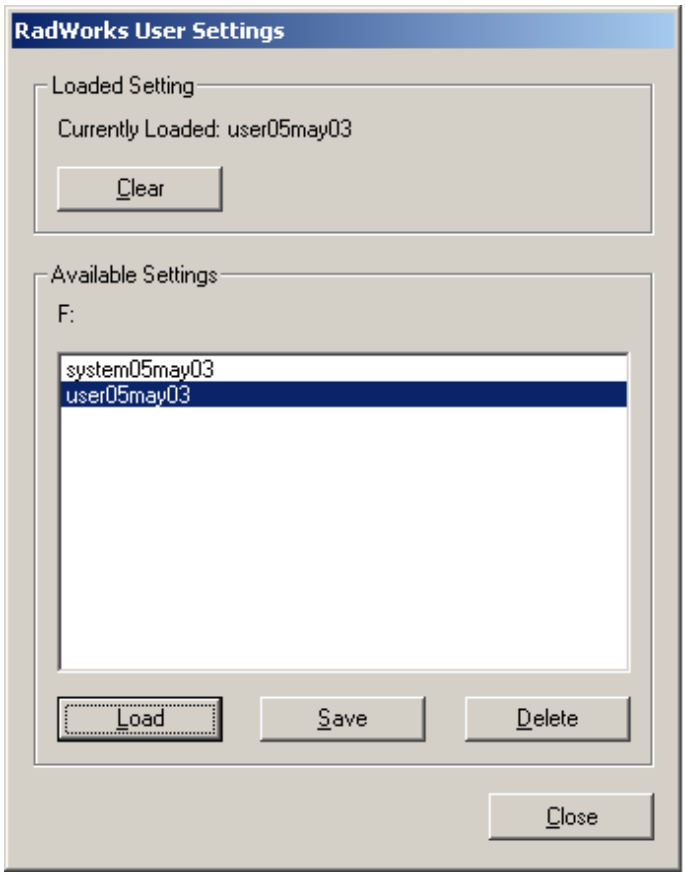

Figure 10-9 Restore RadWorks User Settings
2.) Select the user settings from the Available Settings List (see Figure 10-9). Make sure that you don't select System settings.